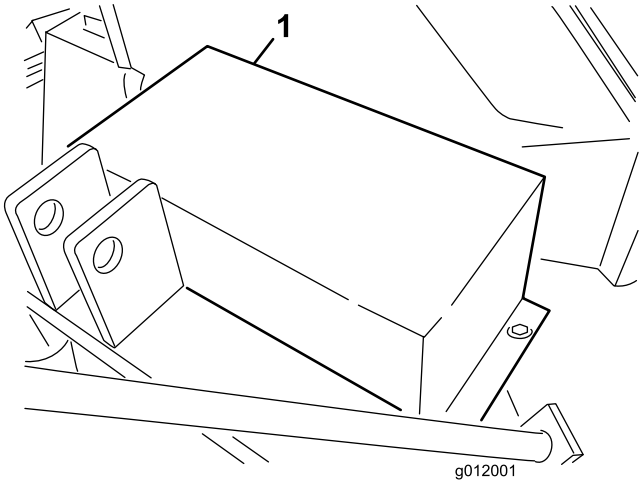

Figur 13
1. Ta bort de huvudskruvar, brickor och muttrar som håller fast remskyddet på blåsarhuset (Figur 13).
2. Ta bort remskyddet (Figur 13).